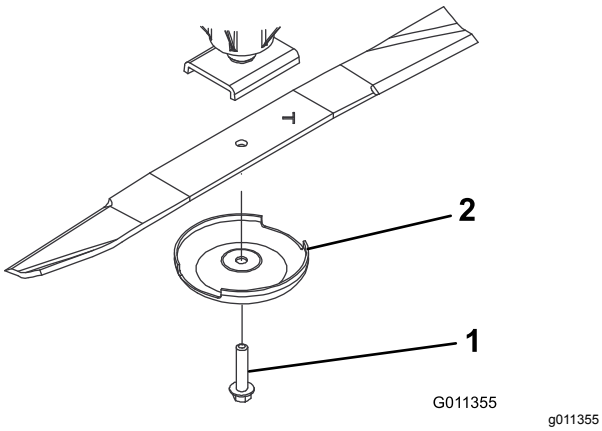

Figur 83
2. Fatta tag i knivens ände med en trasa eller en tjockt vadderad handske. Ta bort knivskruven, antiskalpbehållaren och kniven från spindelaxeln (Figur 83).
3. Montera kniven med seglet mot klippenheten med antiskalpbehållaren och knivbulten (Figur 83). Dra åt knivskruven till 115–149 N·m.